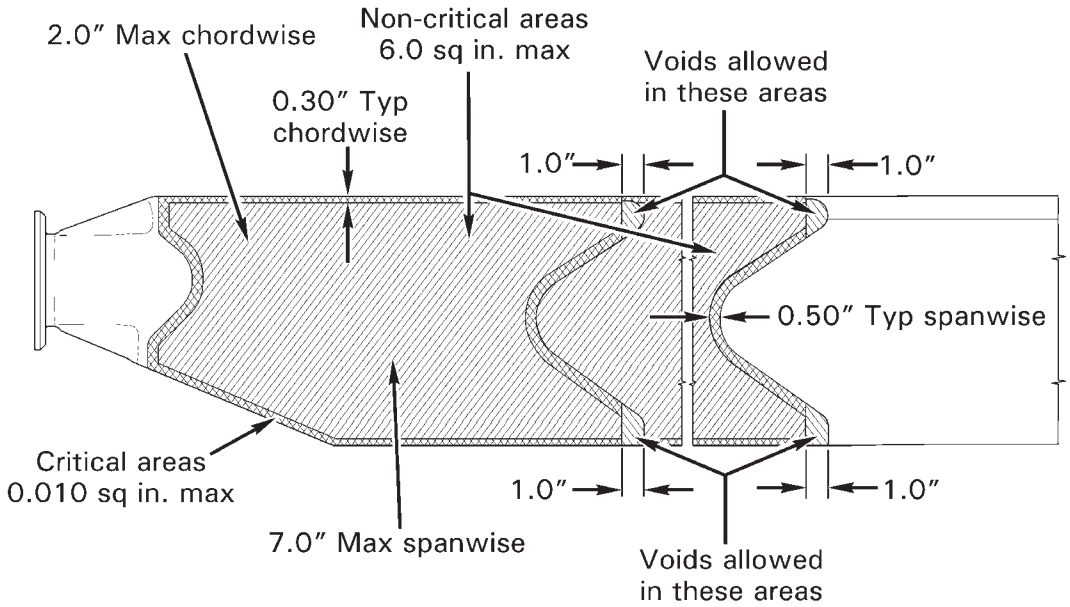

FIGURE 62-19 DOUBLERS - VOID AND DEBOND LIMITS
1. Refer to Figures 62-19. Voids or debonds in doublers are not field-repairable.